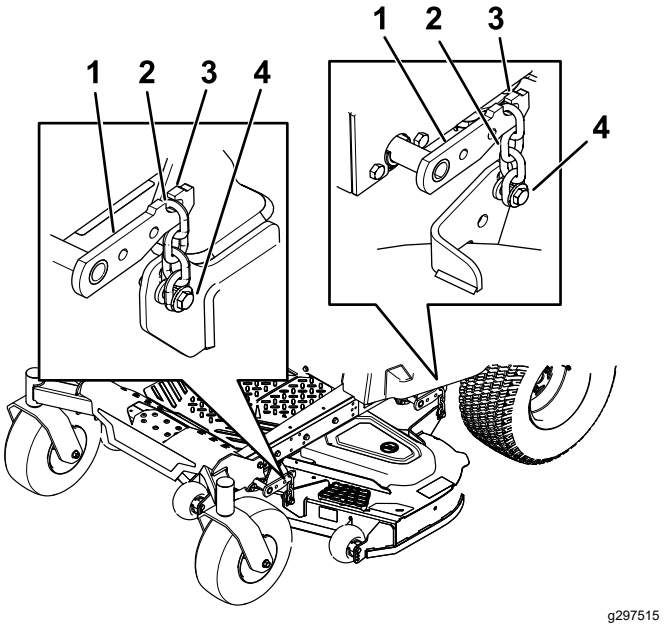

Rysunek 75
5. Poluzuj śruby regulacyjne w każdym z 4 naroży tak, aby podwozie tnące spoczywało bezpiecznie na każdym z 4 klocków (Rysunek 75).
6. Upewnij się, że każdy z 4 łańcuchów jest napięty (Rysunek 75).
7. Dokręć 4 śruby regulacyjne (Rysunek 75).